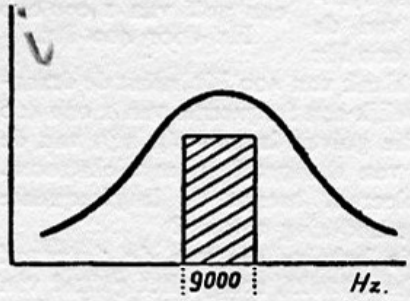
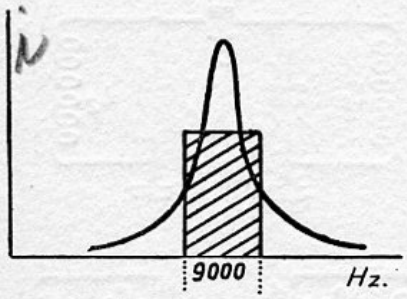

Fig. 110. *Gedempte kring.* Slechte selectiviteit. Goede muziekweergave.
Fig. 111. *Kring met weinig demping.* Goede selectiviteit. Slechte muziekweergave.
W. — Zoo noemt men de kromme, die aangeeft hoe in een trillingskring de stroomsterkte varieert afhankelijk van de frequentie. Klaarblijkelijk is de sterkte maximaal bij de resonantie. Daarna vermindert zij min of meer snel al naar gelang de kring minder of meer weerstand heeft voor den hoog-frequenten stroom. Als de kring slecht, of zooals men zegt *gedempt* is, is de kromme zeer breed (fig. 110); hij laat dan een breeden band frequenties door, maar hij is niet selectief genoeg. Als daarentegen de kring zeer weinig gedempt is (fig. 111), laat hij slechts een smallen band door: selectief genoeg, laat hij nu niet de beide zijbanden compleet door. De ideale resonantiekromme zou rechthoekig zijn met een breedte van 9000 Hz, hetgeen zou aanduiden, dat zij een band van 9000 Hz doorliet en niets anders!